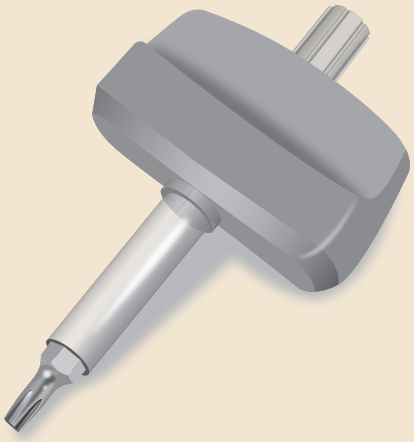
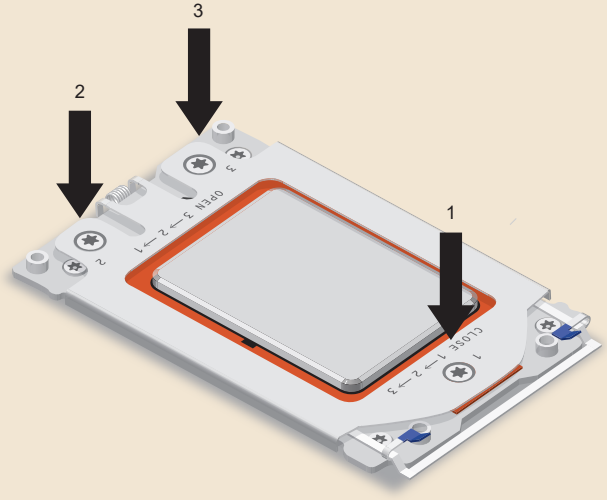

Figura 15.16: Chave Torx T20 que acompanha os processadores Ryzen Threadripper.
Figura 15.25: Aperte os parafusos do soquete na sequência 1, 2, 3.
A instalação de processadores soquetes sTR4, sTR5 e sTRX4 (Ryzen Threadripper e Ryzen Threadripper PRO) ocorre de maneira completamente diferente de todos os demais tipos de processador, pois o soquete utiliza parafusos de fixação. Estes parafusos são do tipo Torx T20, e uma chave deste tipo acompanha o processador. Caso o seu processador não tenha vindo com esta chave (Figura 15.16), você deverá comprar uma compatível. Note que chaves Torx T20 vendidas no mercado não terão a mesma aparência física apresentada na Figura 15.16, mas funcionarão perfeitamente.
7. Aperte os parafusos do soquete na sequência 1, 2, 3. Ver Figura 15.25. A chave Torx que acompanha o processador (Figura 15.16) tem um sistema que emite um clique quando você chega ao torque correto.